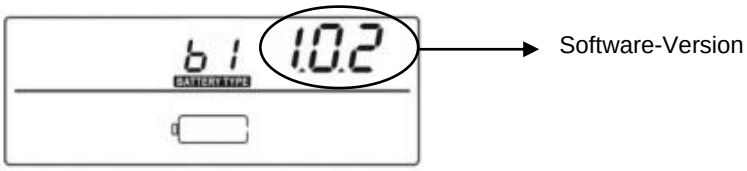

Abbildung 19: Software-Version
- Die Version der installierten Software wird oben rechts im Display angezeigt (Abbildung 19);